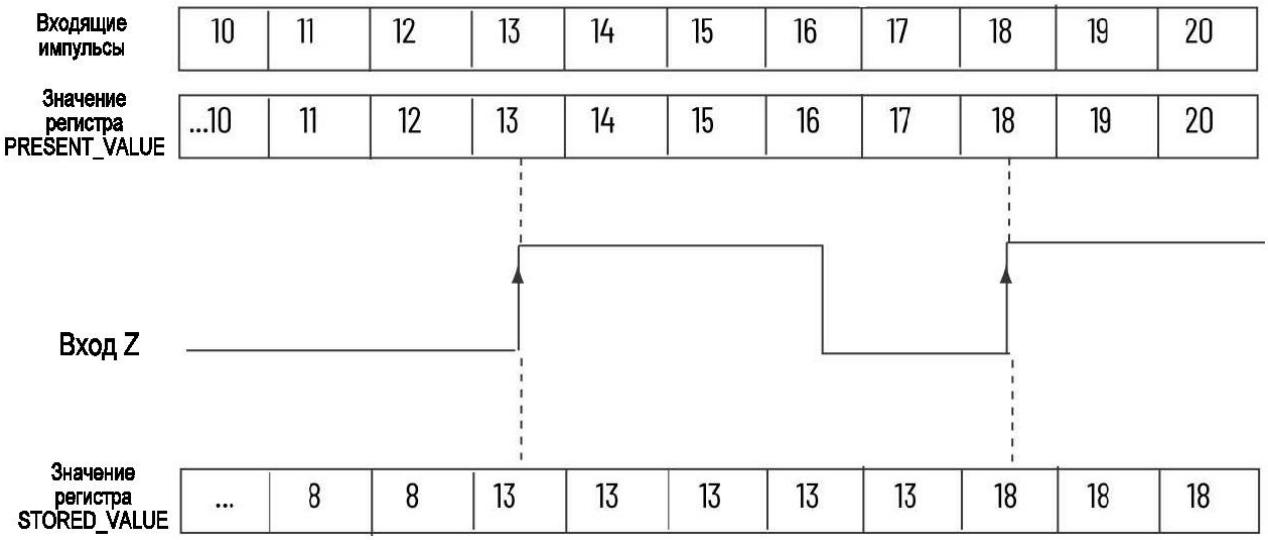

Рисунок 1.7 – Работа регистров в режиме S[1]
– считывает текущее значение (см. рисунок 1.7) и записывает его в регистр STORED_VALUE, по переднему фронту канала Z;